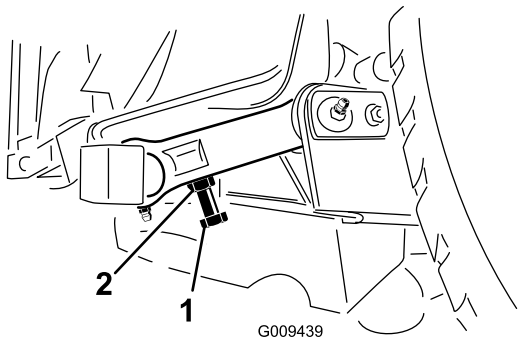

Figura 27
3. Para ajustar a distância, localize o parafusos de ajuste existente na ligação articulada posterior da unidade de corte (Figura 27). Desaperte a porca de retenção no parafuso de ajuste. Desaperte ou aperte os parafusos de ajuste até obter uma folga de 10 a 16 mm e, em seguida, aperte a porca de retenção.